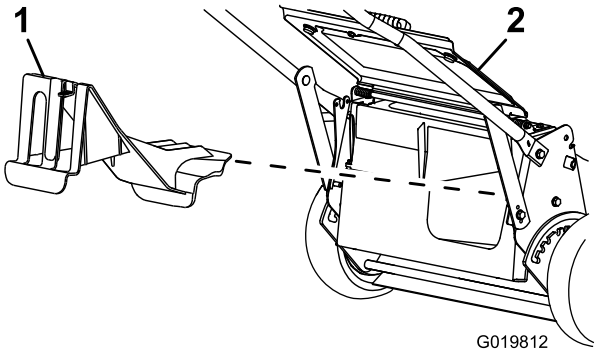

Figur 24
- Hvis bagudblæsningsdækslet ikke er monteret, skal du tage fat i dets håndtag, løfte den bageste deflektor og indsætte det i bagudblæsningsslisken, indtil låsen låser på plads; se Figur 24.
2. Fjern bagudblæsningsdækslet ved at trække låsen nedad med din tommelfinger og trække dækslet ud af maskinen (Figur 24).